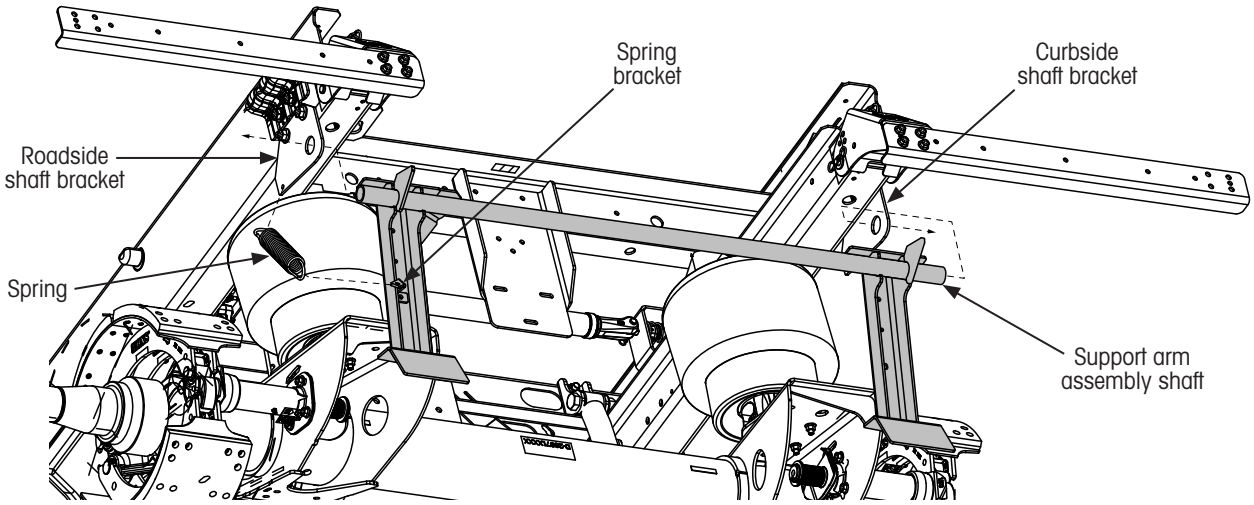

Figure 10: Support arm assembly installation
2. **Insert** one end of spring (Figure 10) through spring bracket hole on support arm assembly.
4. **Insert** roadside end of the support arm assembly shaft (Figure 10) into roadside bracket.